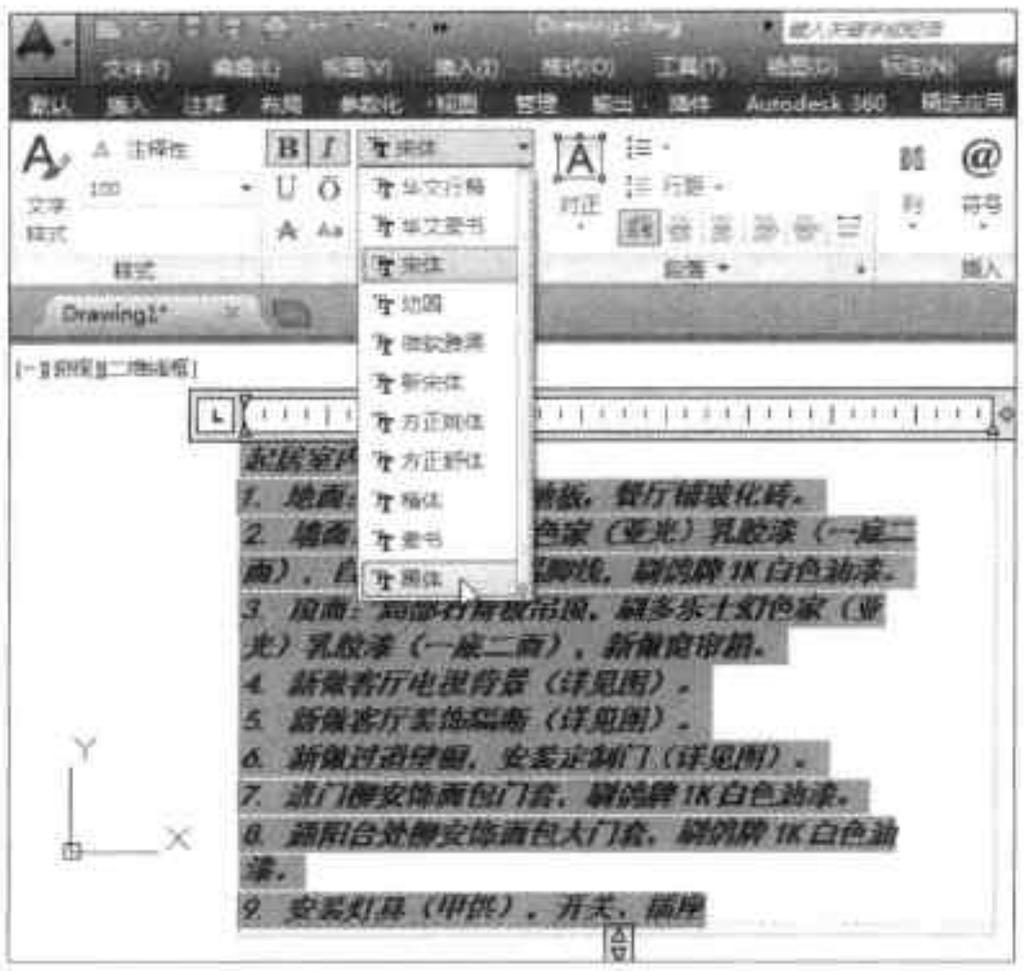

图8-21 设置文本字体
Step 03 执行“格式 > 字体”命令，在下拉列表中选择新字体名称，即可更改当前文本字体样式，如图 8-21 所示。